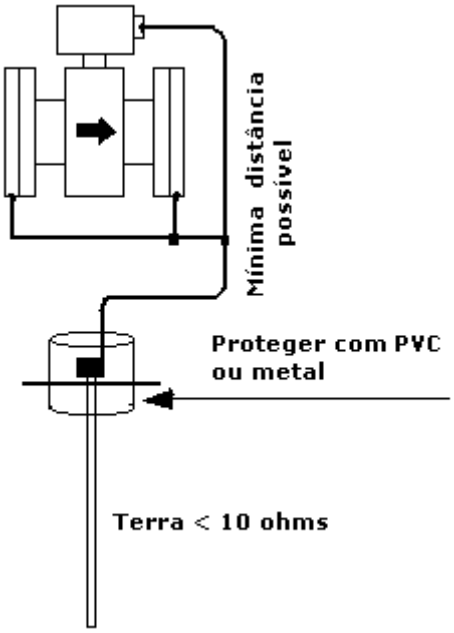

Figura 12
- No conversor, aterre o terminal terra do bloco terminal ou o terminal terra da caixa (invólucro). O terminal terra e o terminal terra da caixa são mutuamente conectados na unidade; (**Figura 12**)